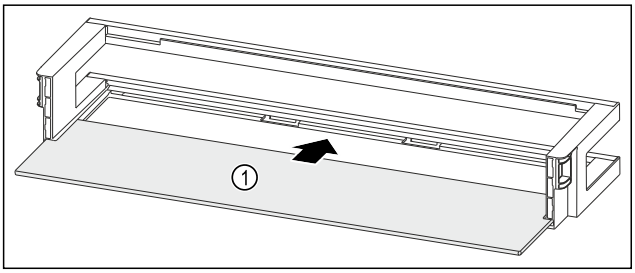

Fig. 194 Raft montat pe ușă cu raft
▶ Împingeți în interior raftul *Fig. 194 (1)* în degajările laterale.